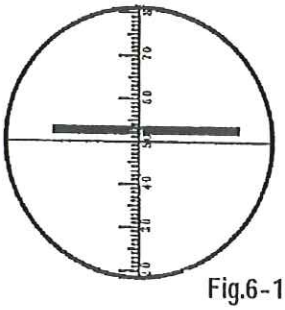

Fig.6-10
(1) Stand the target tool.
(2) Make the slit horizontal.
(3) Rotate the tool eyepiece by 90 degrees. Make the reticle scale vertical.
(4) The center of the slit opening should be located within 2.5 vertical divisions from the eyepiece center. (Fig.6-10 show the slit whose center is shifted upward by 2.5 divisions, which are the limit.)